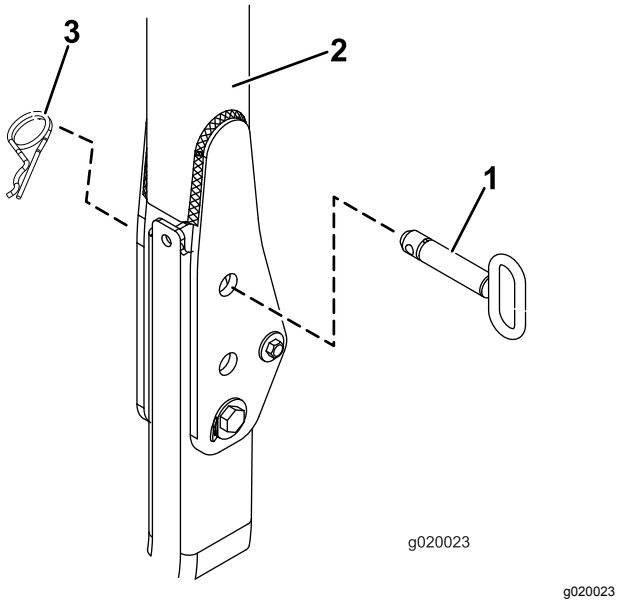

図 18
2. モデル 03820 および 03821 では7へ飛ぶ。それ以外のモデルでは、ROPSを立てた状態で、ヘアピンコッターと2本のピンを抜き取る図 18。